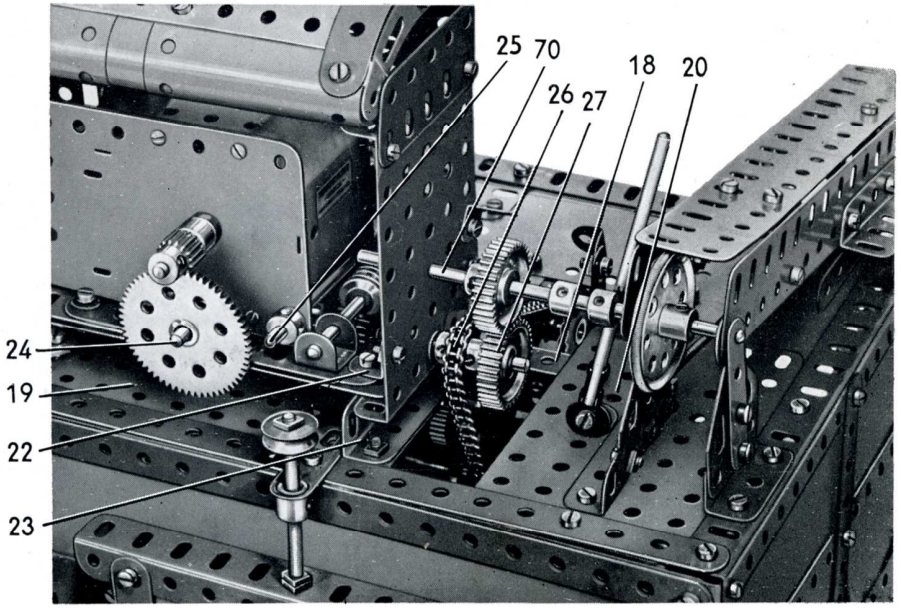

FIG. 6. *Le moteur et le train réducteur*
Une embase triangulée coudée est fixée par son rebord sur chacune des cornières (22), et ces pièces sont boulonnées sur des cornières de 5 trous (23) (fig. 6) fixées sur la plaque sans rebord (19). Le tuyau d'échappement est formé par un embrayage monté sur une tringle de 16,5 cm. qui est tenue par une clavette dans une bande à un coude boulonnée sur le radiateur. Un ressort est glissé à l'extrémité inférieure de la tringle et est boulonné sur une équerre fixée sur une des cornières de 11 trous.